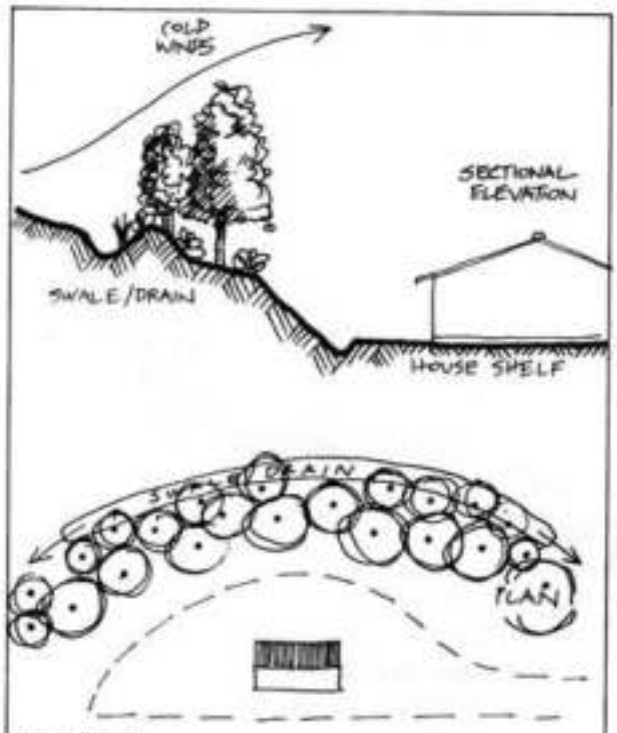

FIGURE 9.16
1. SHELTER FOR HOUSES AND FIELDS. Either in flatlands or on high exposed sites, an earth crescent bowed into the cold winds is the fastest way to create shelter and warmth on its lee side. Even a few blade sidecasts run along a field boundary provides cover for hedgerow and windbreak species and may act as a swale for root water collection. High banks of 2.5–3.5 m (9–12 feet) close behind house sites, whether excavated or raised, create instant shelter over the occupied site, shelter which may be further reinforced with trees (**Figure 9.16**).